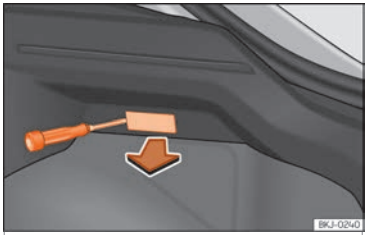

Fig. 58 Boot light.
– Extract the bulb by pressing on its inside edge using the flat side of a screwdriver ››› **Fig. 58**.